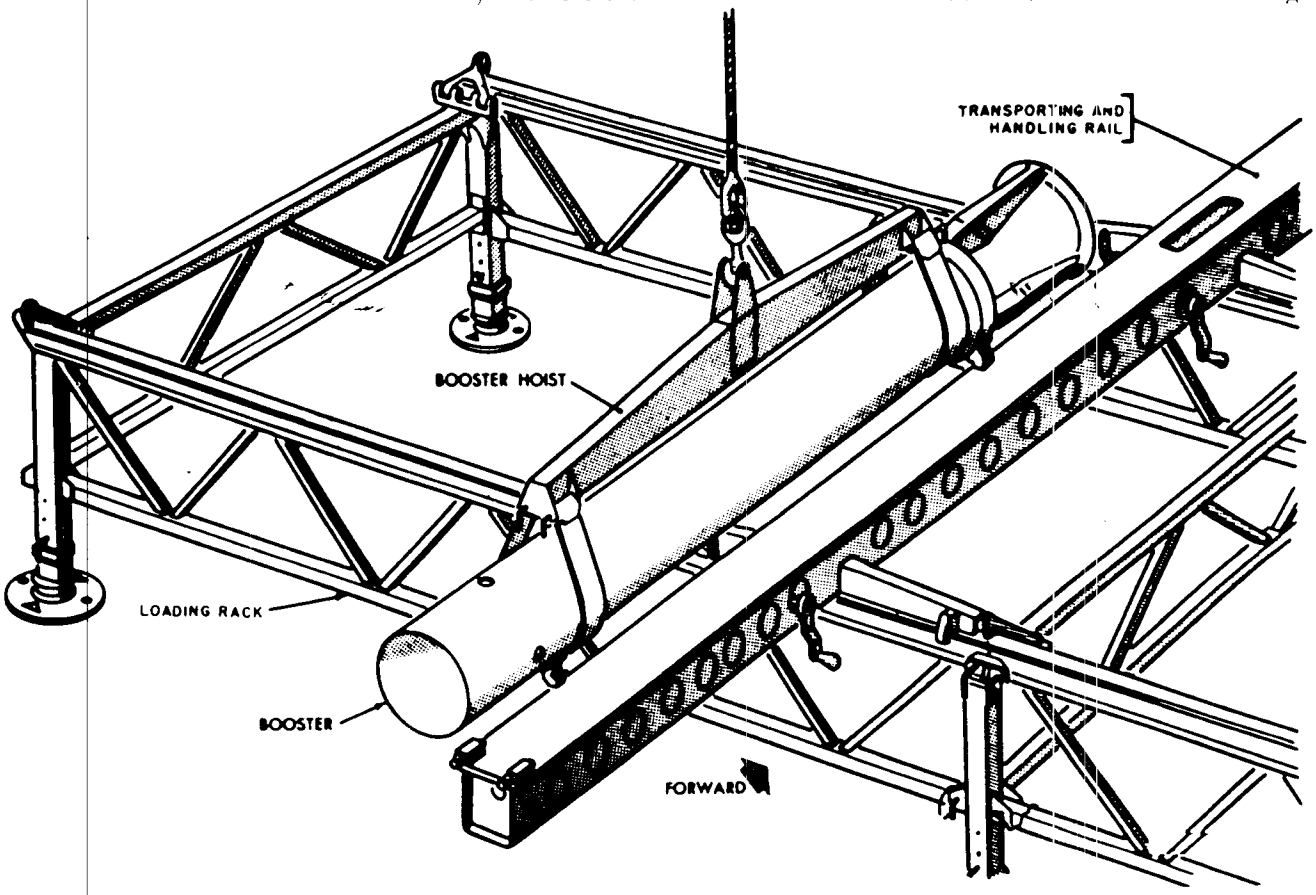

*Figure 165. Installing booster on rail.*
*b. Installing Booster on Launching and Transporting Rail* (fig. 165).